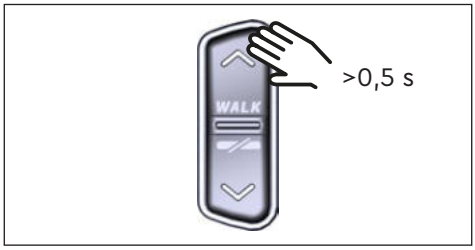

Fig. 9: Activate walk assist
▶ When the e-bike is at standstill, press the UP button on the Remote for longer than 0,5 s (see Fig. 9) to activate the walk assist.